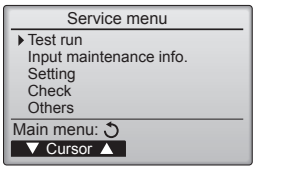

Fig. 7-1
① Selezionare l'opzione "Test run" (Prova di funzionamento) dal Menu di Servizio, quindi premere il pulsante [SCEGLI]. (Fig. 7-1)